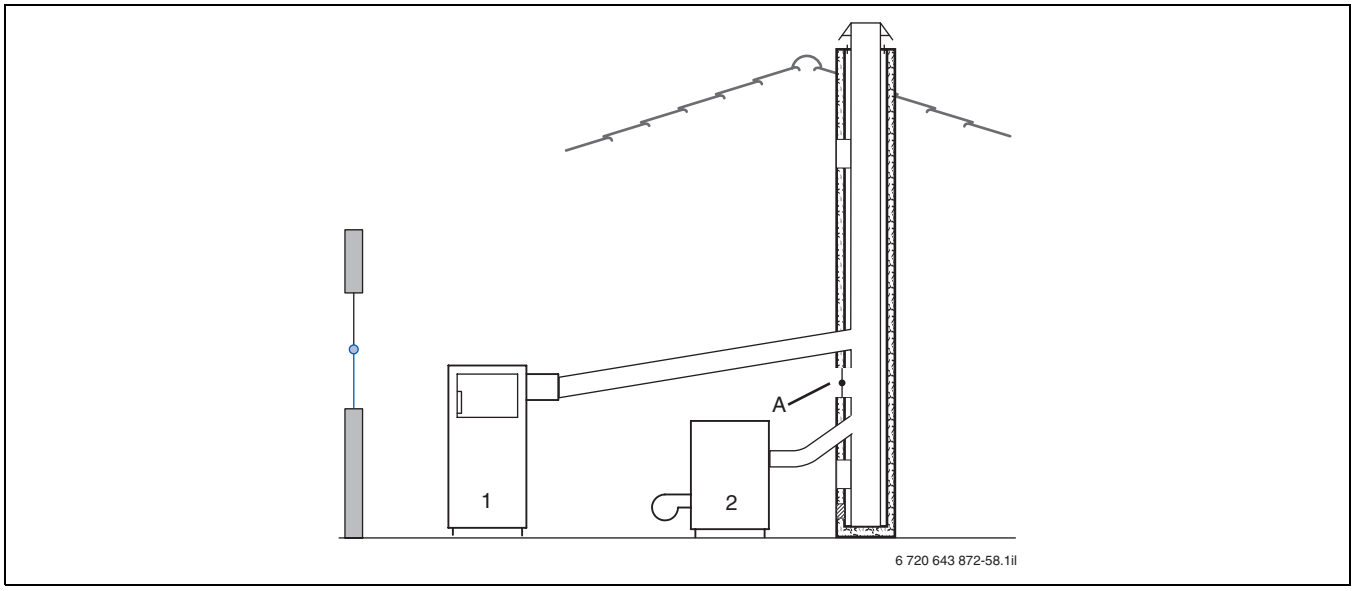

Bild 74 Abgasanschluss von Festbrennstoff-Kessel und Öl-/Gas-Heizkessel an einen gemeinsamen Schornstein
- Werden die Heizkessel einzeln an den gemeinsamen Schornstein angeschlossen, so ist zwischen den Anschlüssen ein Abstand einzuhalten. Der Heizkessel mit dem höheren Zugbedarf (in der Regel der Festbrennstoff-Kessel, vgl. Bild 74 und Tabelle 5, Seite 19) wird zuoberst angeschlossen.